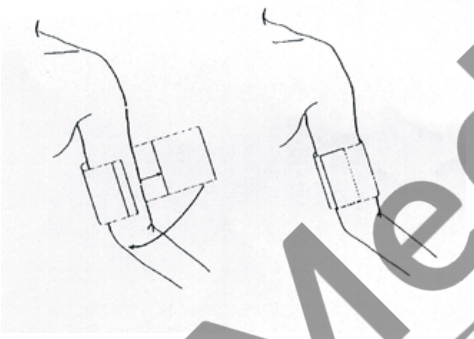

Figura 9-4 Aplicarea curelei
3) Aplicați cureaua pe pacientă; verificați că simbolul "Φ" se află deasupra arterei (consultați figura 9-4). Cureaua nu trebuie să fie strânsă prea tare în jurul membrului pentru că poate duce la decolorarea şi ischemia extremităților.